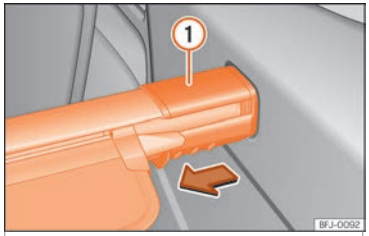

Fig. 153 Nel bagagliaio: smontare il pianale del bagagliaio.
• Premere il supporto della copertura ››› fig. 153 ① nel senso indicato dalla freccia e mantenerlo in questa posizione.
• Rilasciare il supporto della copertura ››› fig. 153 ①.